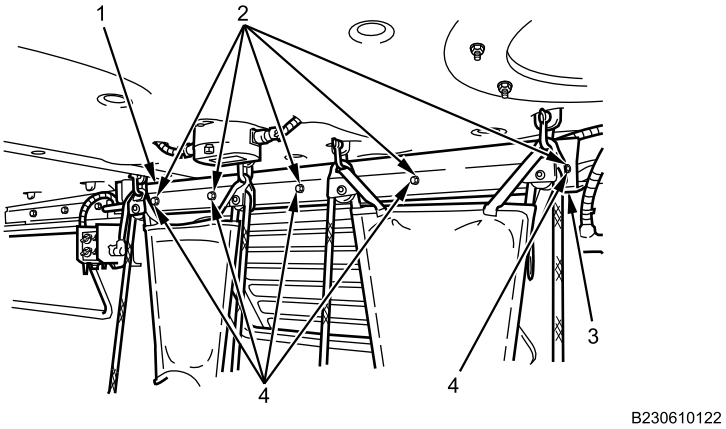

Figure 5. Right Center Cabin Molding.
5. Remove five bolts (Figure 5, Item 4), flat washers (Figure 5, Item 2), and right center cabin molding cover (Figure 5, Item 1) from right center molding channel (Figure 5, Item 3).